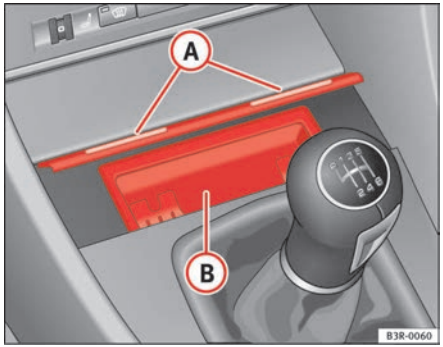

Fig. 133 Centre console: Open ashtray
– Lightly press the front part of the ashtray (A) ⇒ fig. 133.
– Take hold of the sides of the ashtray (B) ⇒ fig. 133 and lift it out.